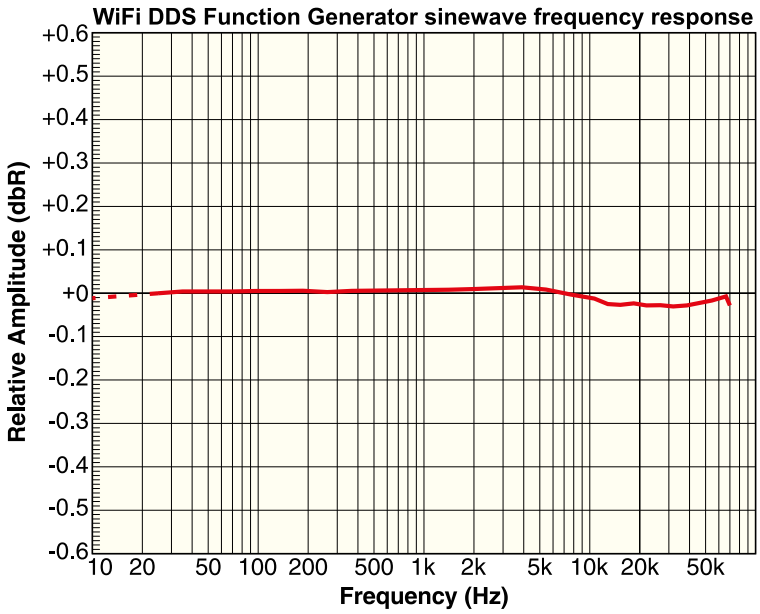

Rysunek 3. Charakterystyka częstotliwościowa DDS jest płaska, z odchyleniem nie większym niż 0,1 dB w całym zakresie
- Charakterystyka częstotliwościowa przebiegu sinusoidalnego: ±0,1 dB w zakresie od 1 Hz do 50 kHz (rysunek 3)
Charakterystyka częstotliwościowa dla sygnału sinusoidalnego zmienia się o mniej niż ±0,1 dB w całym paśmie (**rysunek 3**).